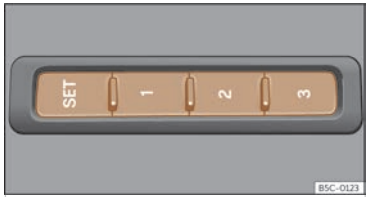

Fig. 89 On the outer side of the driver's seat: memory buttons.
- Press SET for longer than 1 second >>> Fig. 89.